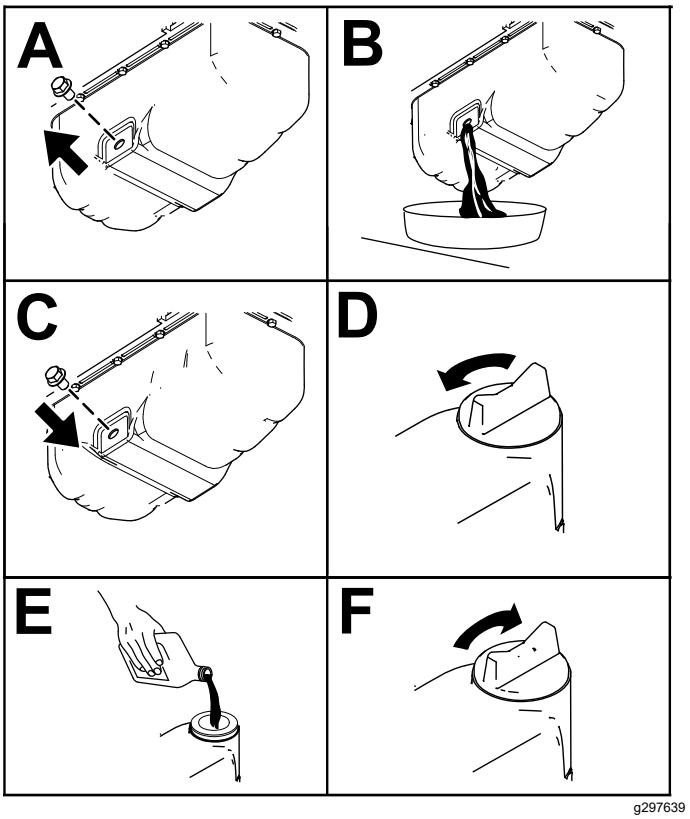

Figur 50
3. Skift motorolien som vist i Figur 50.